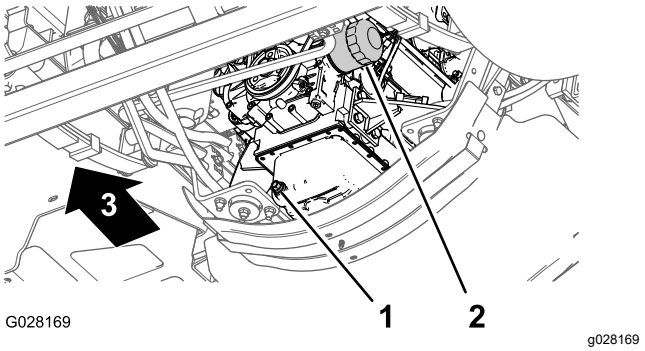

図 79
3. エンジンオイルフィルタの下にオイルを受ける容器をおく図 79。
4. 古いオイルフィルタ図 79を外す。
8. アダプタにフィルタを取り付け、ガスケットがアダプタに当たるまでフィルタを右に回し、そこから更に ½ 回転増し締めする図 79。
1. ドレンプラグの下にオイルを受ける容器をおく図 79。
2. ドレンプラグ 図 79 を外して排出されるオイルを回収する。